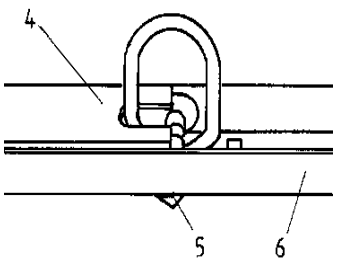

Abb. 5
- The clamping lever (4) is locked by the locking lever (5) in the U-beam (6) (Fig. 5). If this is not the case, press down the clamping lever (4) until the locking lever (5) engages under the U-beam (6).